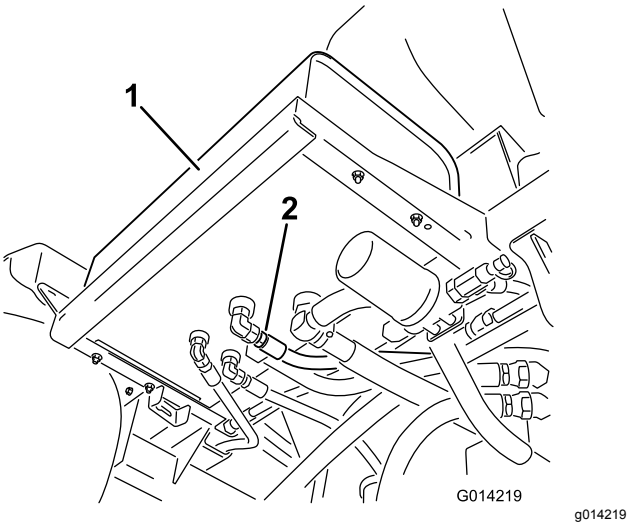

Figura 63
2. Limpie la zona alrededor del acoplamiento de uno de los manguitos hidráulicos, en la parte inferior del depósito de aceite hidráulico (Figura 63).
4. Retire el acoplamiento de la manguera del depósito y deje fluir el aceite al recipiente (Figura 63).